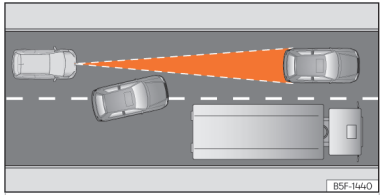

Abb. 141 Fahrspurwechsel eines anderen Fahrzeugs.
- Fahrzeuge, die in geringem Abstand auf die eigene Fahrspur wechseln ››› (Abb. 141).